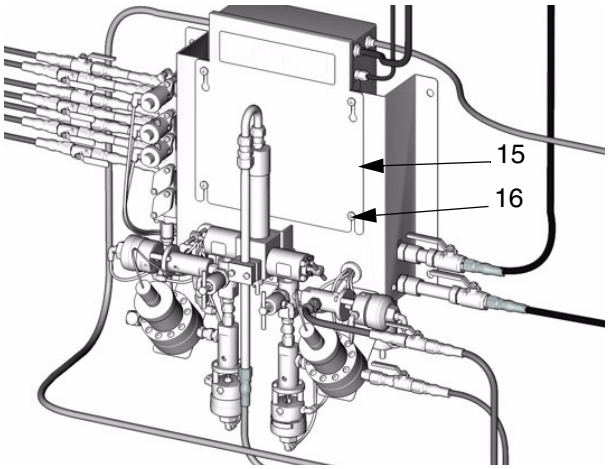

FIG. 13
4. Afloje los 4 tornillos (16), después retire la tapa del panel de fluido Smart (15). FIG. 13.